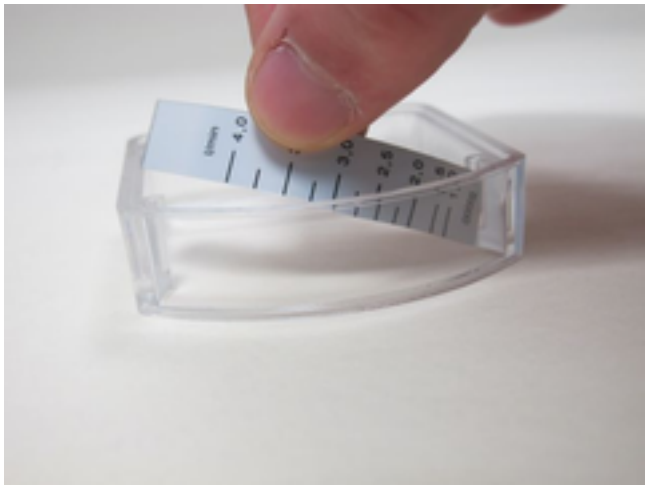

Fig. 40: Loosen the scale carrier
4. Pull the scale support (with affixed scale) from the guides in the plastic housing (*Fig. 40*)